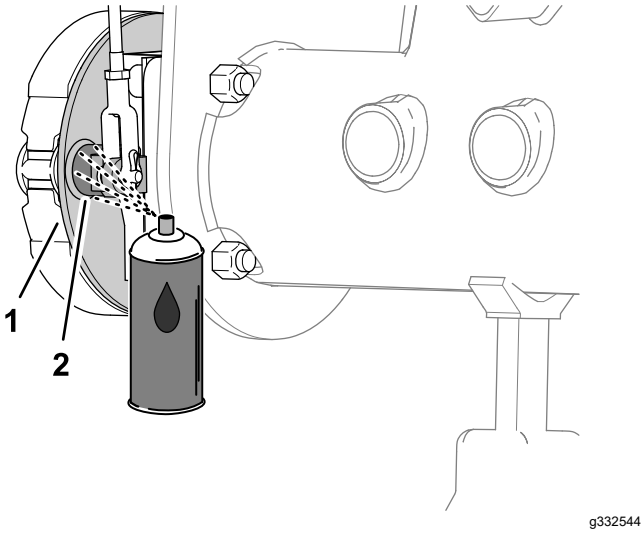
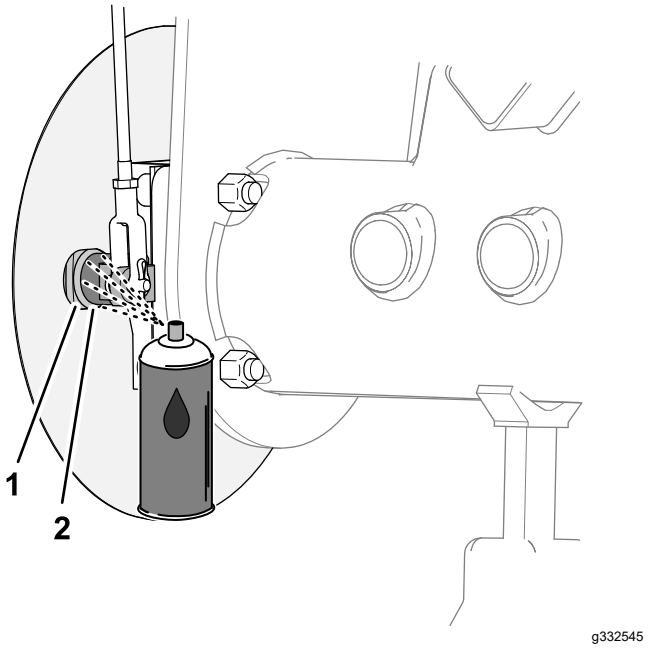

**Figur 81**
**Figur 82**
1. Spruta penetrerande olja mellan bromskamaxeln och fästplåten på insidan av bromsfästplåten (maskiner utan det valbara fälggrässkyddet) eller på insidan av hjulskyddet (maskiner med det valbara fälggrässkyddet) (Figur 81 eller Figur 82).